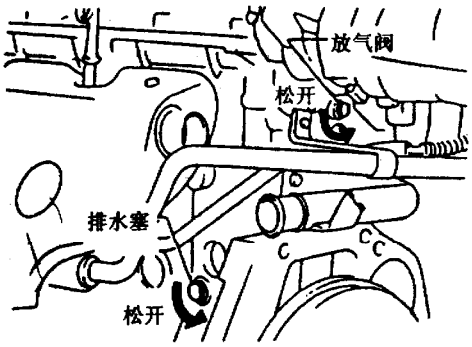

图 2-4-2 放气阀
(1) 将空调控制面板上的温度“TEMP”控制杆推到热“HOT”位置，打开暖风散热器水阀。
(2) 拧开散热器加水盖，拆下散热器底部的排水塞。
(3) 拆下储液罐，放出冷却液并清洗储液罐，再暂时将储液罐装上。在放出冷却液时注意不要让冷却液与传动皮带接触。
(4) 拆下气缸体排水塞和放气阀，如图2-4-2所示，再拧紧气缸体排水塞。